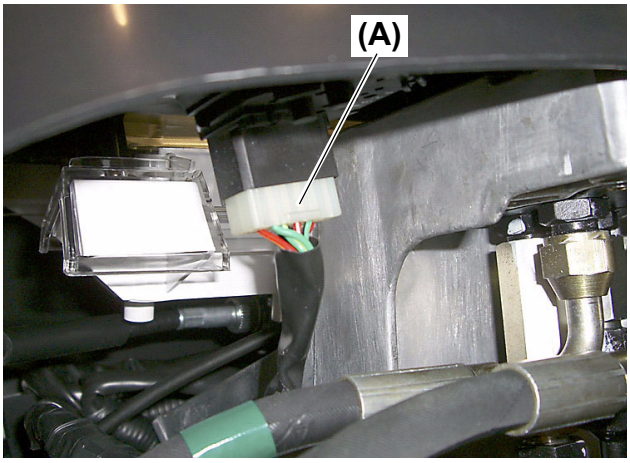

Fig. 9
7. Disconnect the connector for the headlight / work light / turn signal switch (combination switch) **(Fig. 9, (A))**.